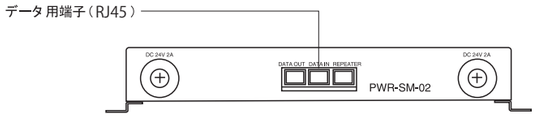

図3 収納ボックス（別途）
(1) LED水中照明用トランスとスプラッシュミキサーを接続するケーブル（適切なサイズの3心2本）を準備下さい。
(2) LED水中照明用トランスの出力端子（2ケ所）とスプラッシュミキサーの入力端子（2ケ所）を接続します。それぞれ+24V、Ground、アースを接続して下さい。アースは水中照明用トランスのC種接地端子に接続します。（図3参照）
LED水中照明用トランスのコントローラー用電源出力端子とコントローラーの電源入力部を接続します。コントローラー側の接続詳細はそれぞれの取扱説明書をご参照下さい。（図3参照）